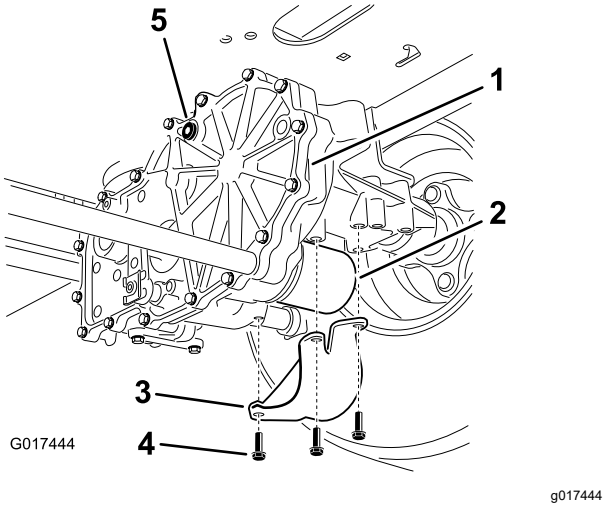

Figur 70
4. Find filteret og skærmene på hver transakseldrivsystem (Figur 70).
5. Fjern de tre skruer, der fastgør filterafskærmningen og afskærmningen (Figur 70).